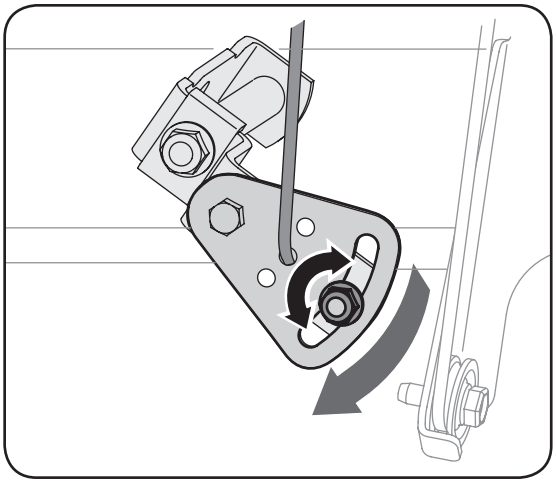

Figure 5-1
2. Desserrez l'écrou à six pans sur le support indexé du câble de changement de vitesses. Voir la Figure 5-1.